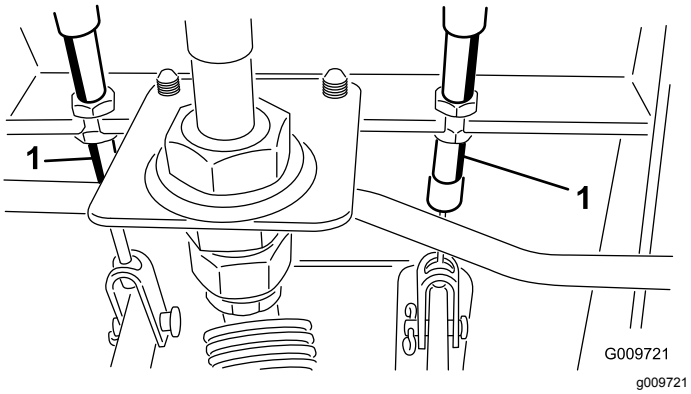

Figur 74
A. Lossa frontmuttern på den gängade änden av bromsvajern (Figur 74).